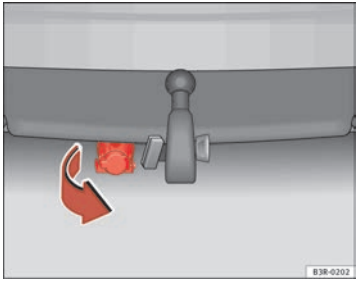

Fig. 158 Rear bumper: Pulling down the power socket
– To plug in the electrical connection for the trailer, pull down the socket below the bumper ⇒ page 204, fig. 158.